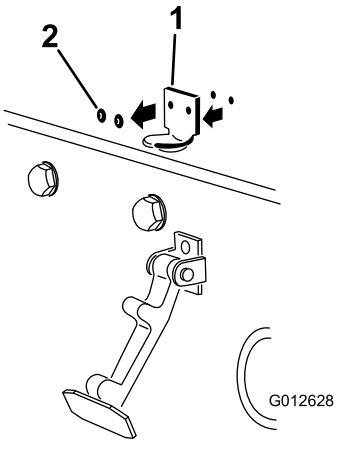

Figur 7
2. Ta bort de två nitarna som fäster motorhuvslåsfästet på motorhuven (Figur 7). Ta bort motorhuvslåsfästet från motorhuven.